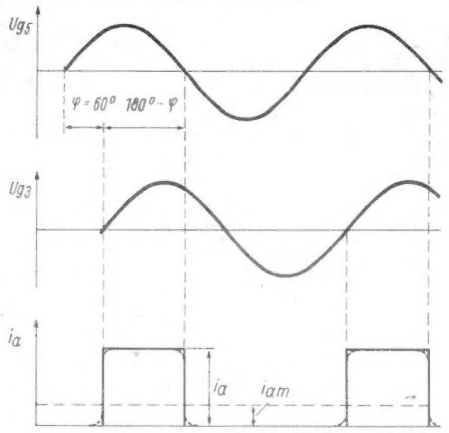

Bild 6. Phasenunterschied $\varphi = 60^0$ zwischen den sinusförmigen Gitterspannungen U_{g3} und U_{g5}
darstellt. Die beschriebenen Vorgänge sind für einen Phasenunterschied von $\varphi = 60^0$ in Bild 6 dargestellt. Mit zunehmendem Phasenunterschied wird der Zeitraum, innerhalb dessen Anodenstrom auftritt, kleiner und der mittlere Anodenstrom geringer. Aus (1) ist ferner ersichtlich, daß eine Begrenzerwirkung auftritt. Der Anodenstrom i_a ist konstant und unabhängig von der Größe der Wechselspanungen an g_3 und g_5.